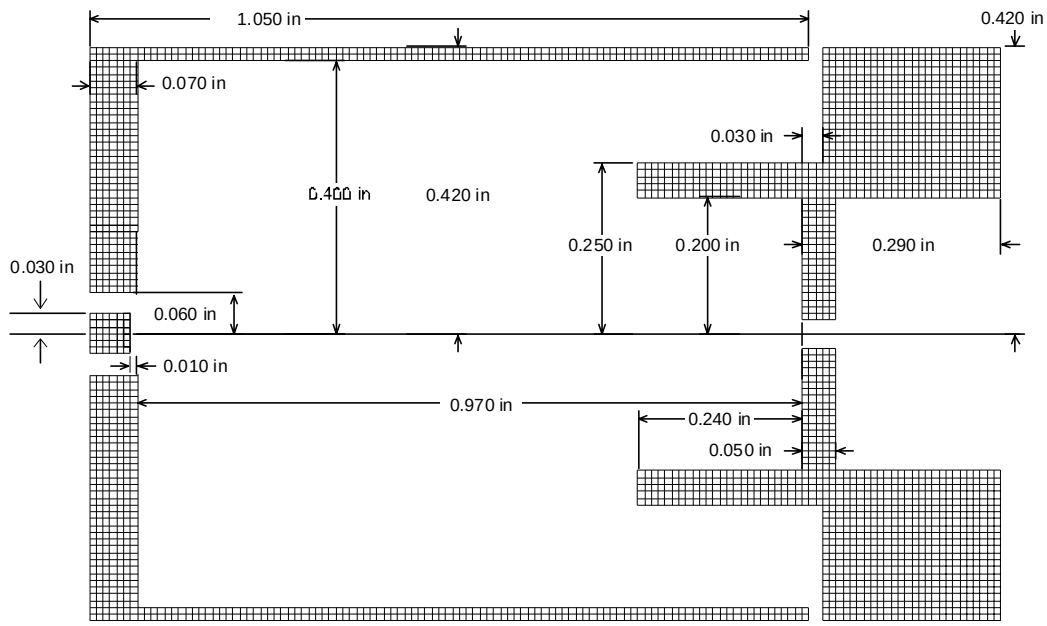

Figure 8.1 2D cylindrically symmetric electron gun.
Create a gem file for the electron gun shown in Figure 8.1
1. Referring to Figure 8.1, create a gem file that will produce the 2D electron gun. Use real units (inches) in your geometry file and a locate command to scale the system to fit into an array of 140 x 45 x 45 grid units. If you get stuck, refer to the file egun2d.gem. Fly the ions in the file egun2d.fly with the gun set to produce electrons with 70 eV of energy. Tune the lens to focus the beam within the final aperture.